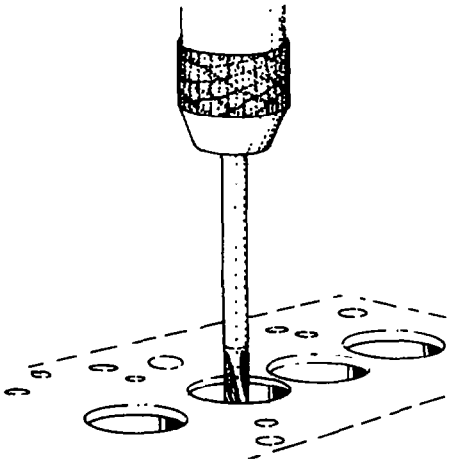

Fig. 21 — Reaming Valve Guides
c. Ream the new valve guide after installation with tool J-24589, or equivalent (see fig. 21).